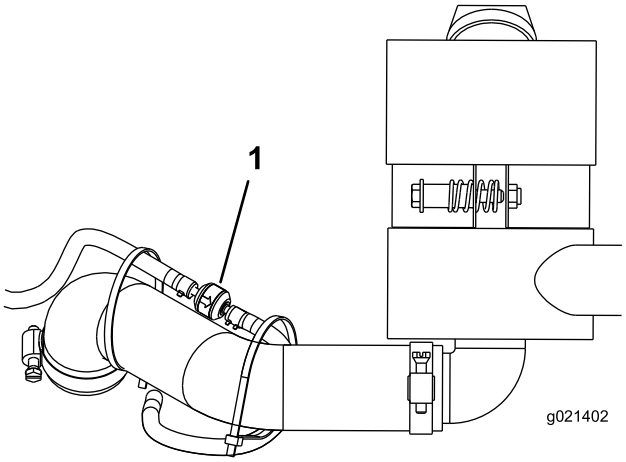

**Figur 45**
1. Lossa på slangklämmorna som håller fast luftfiltret i kolkanistern vid slangarna (Figur 45). Kolkanisterns slangar och luftfilter hålls fast vid luftrenarslangen med kabelband.
3. Ta bort kolkanisterns luftfilter och släng det (Figur 45). Observera den riktning som pilen på filtret påvisar.